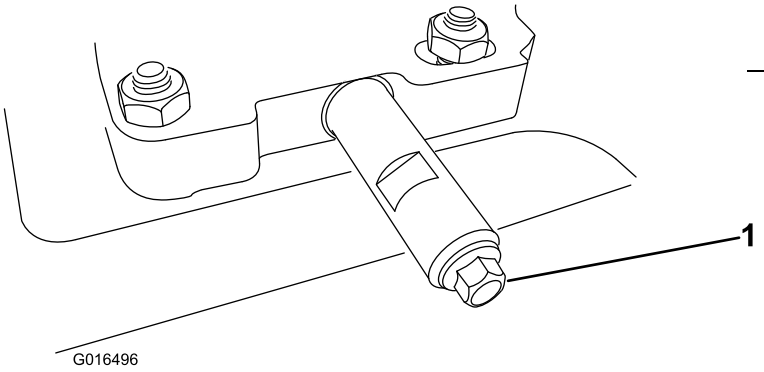

Bild 48
1. Reinigen Sie den Bereich um die Ablassschraube (Bild 48).